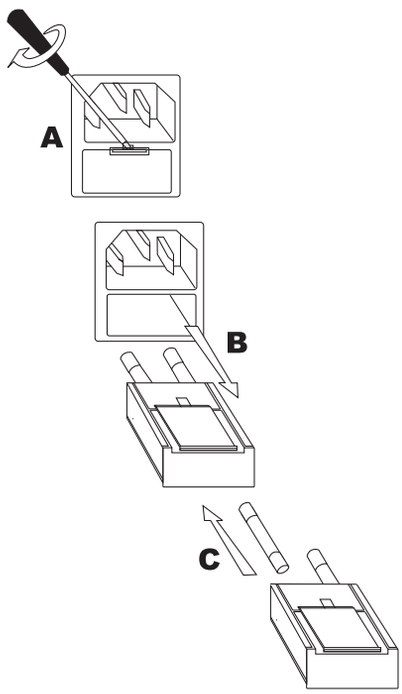

Abb. 9-1 Öffnen des Sicherungshalters
5. Nehmen Sie den Sicherungsträger, wie in Abb. 9-1 "Öffnen des Sicherungshalters" dargestellt, heraus.